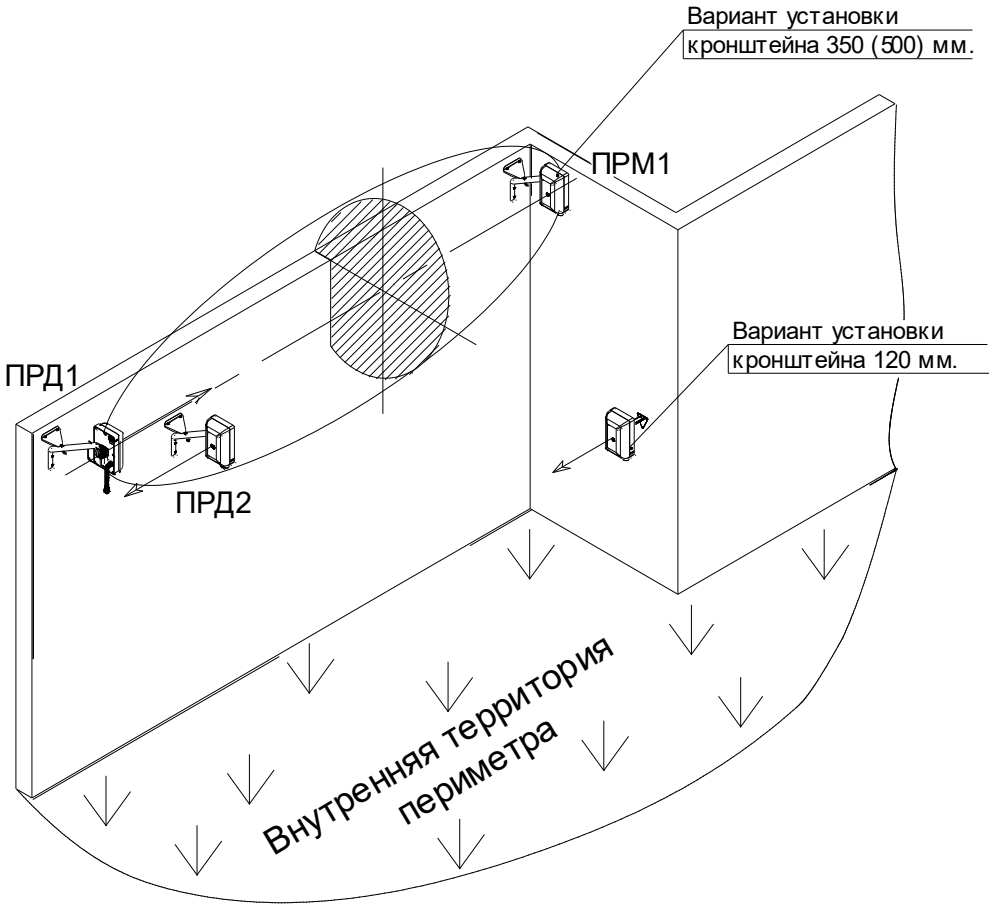

Рисунок 2.8 – Пример установки извещателя с применением выносных кронштейнов 500, 350, 120 мм
– КРОНШТЕЙН-500 (вынос 500 мм) рекомендуется применять, если верх заграждения «закрыт» средствами физической защиты (АСКЛ, АКЛ и т.п.) (см. рисунок 2.8);
– КРОНШТЕЙН-350 (вынос 350 мм) рекомендуется применять, если по верхней части заграждения отсутствуют средства физической защиты (см. рисунок 2.8).